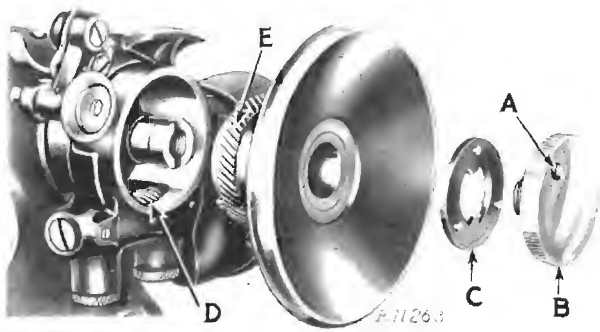

Fig. 18. Balance Wheel Removed (Machine 201-2)
Loosen stop screw (A, Fig. 18) and remove clamp screw (B, Fig. 18) by unscrewing it. Remove balance wheel together with stop motion clamp washer (C, Fig. 18).
When replacing the balance wheel, be careful not to injure the textolite gear (E, Figs. 18 and 19) when placing it in mesh with the spiral gear (D, Fig. 18) on the armature shaft. Replace stop motion clamp washer (C) so that when the stop screw (A) is tightened, it is a sufficient distance to the right of one of the three studs on the washer (C) to permit enough counter-clockwise rotation of the clamp screw (B) to stop sewing action of the machine during the winding of the bobbins.